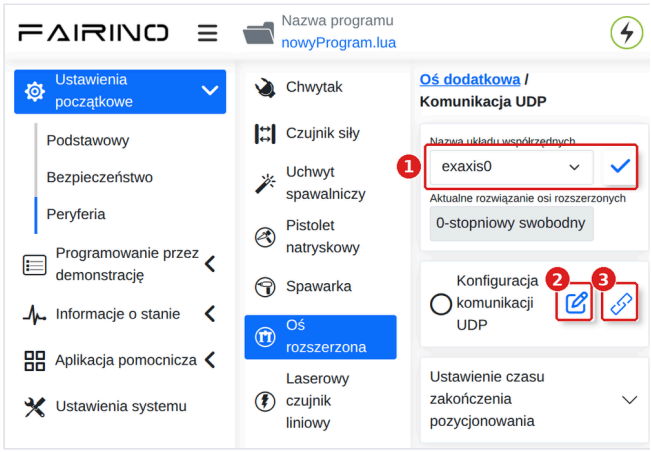

Rys. 57. Komunikacja UDP: 1 – układ współrzędnych i ✓, 2 – edycja, 3 – połączenie. Zrzut z innego robota: wybrany jest *exaxis0*, w stanowisku ma być *exaxis1*.
1. Otwórz **Ustawienia początkowe** → **Peryferia** → **Oś rozszerzona** *(Initial → Peripheral → Extended Axis)* i wejdź w **Komunikacja UDP** (Sterownik + PLC) (rys. 57). Nagłówek strony to **Oś dodatkowa**: to ta sama funkcja. W polu **Nazwa układu współrzędnych** (1) ma być *exaxis1*. Jeśli jest tam inny układ, niczego nie zmieniaj i skontaktuj się z Avenę.
4. Kliknij przycisk konfiguracji układu *(Configure)*. Wybierz rozwiązanie osi *(Extension axis scheme)*: *0 – Single Degree of Freedom Linear Slide*; w polskim panelu wyświetla się jako „0-stopniowy swobodny” (rys. 57). Według dokumentacji FAIRINO najpierw ustaw parametry DH, potem położenie robota względem osi: na osi *(On extension axis)*. Wartości parametrów DH dla stanowiska podaje Avena. Bez kalibracji kliknij **Zapisz** *(Save)*: oś będzie się wtedy poruszać tylko asynchronicznie, a test w rozdziale 7 używa ruchu asynchronicznego.